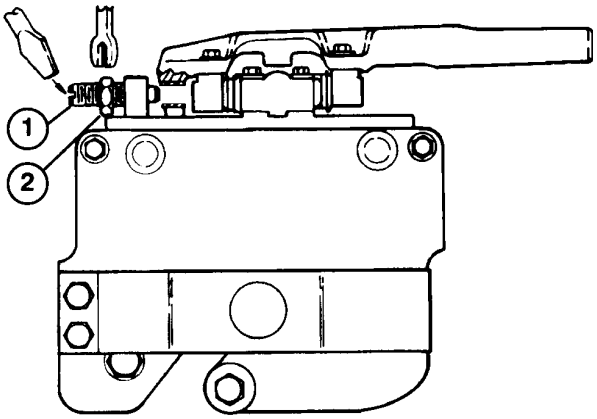

Fig. 2
- Start motoren og sænk klippeenhederne ned på en plan overflade som f.eks. et stykke 2,5 cm krydsfiner (med en størrelse på mindst 50 cm x 70 cm). Stop motoren og fjern tændingsnøglen fra kontakten. Lås klippeenhederne i den faste stilling ved at løsne låsemøtrikken på låsetappen (Fig. 2)
- Løsn låsetappen, så klippeenheden kan "flyde" frit (Fig. 2).